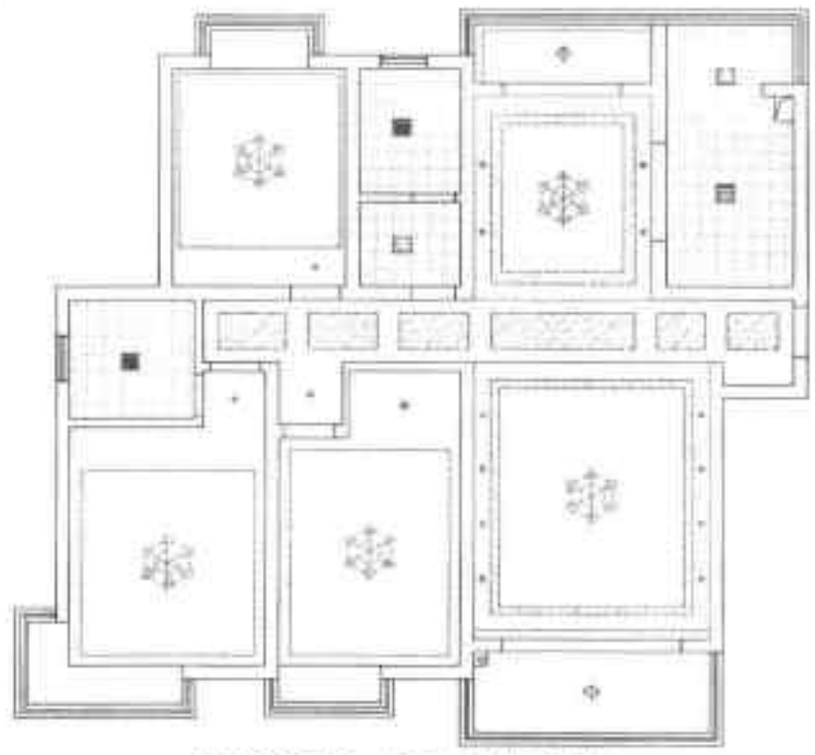

图19-79 插入筒灯图块
Step 26 执行“插入块”命令，选择灯具图块中的筒灯图形插入，如图 19-79 所示。